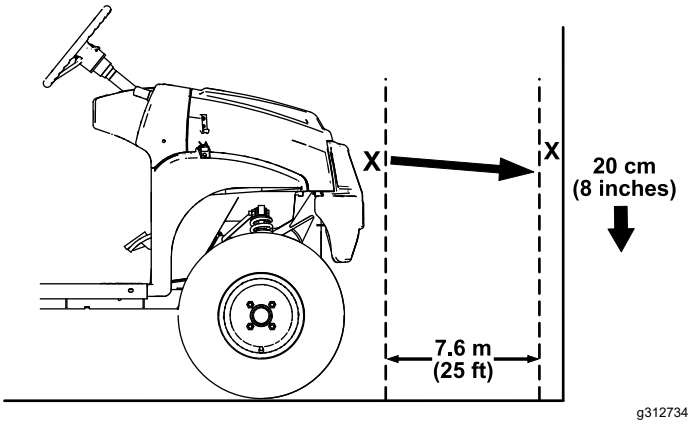

Figur 49
1. Parker maskinen på en plan overflade med forlygterne ca. 7,6 m fra en væg (Figur 49).
Den stærkeste del af forlygtens lysstråle skal være 20 cm under det mærke, der er sat på væggen (Figur 49).